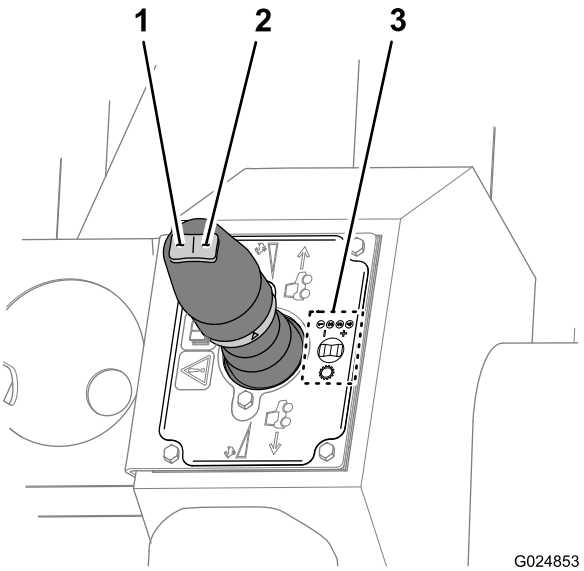

Bild 48
- Drücken Sie zur Auswahl eines höheren Gangs die (rechte) Taste für das Hochschalten am Kippschalter (Bild 48).
- Drücken Sie zur Auswahl eines niedrigeren Gangs die (linke) Taste für das Herunterschalten am Kippschalter (Bild 48).